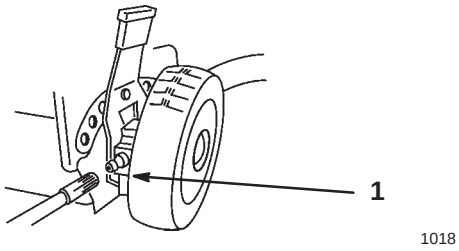

Abbildung 29
1. Die Schmiernippel an den Hinterrad-Höheneinstellhebeln (Abb. 29) mit einem sauberen Lappen abwischen.